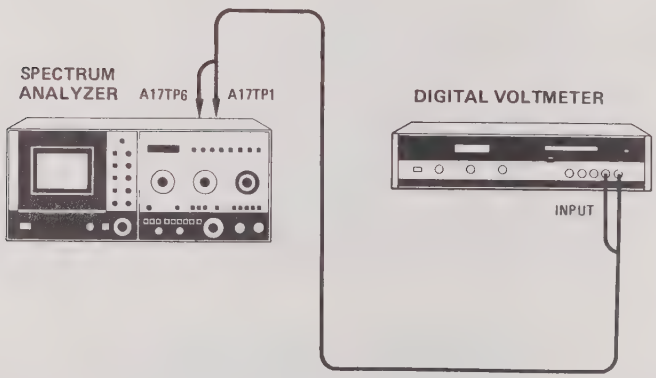

Figure 5-29. +10V Reference and Digital Readout Adjustments Test Setup
b. Reconnect power cord, set LINE switch ON, connect equipment as shown in Figure 5-29, and set 8565A controls as follows: